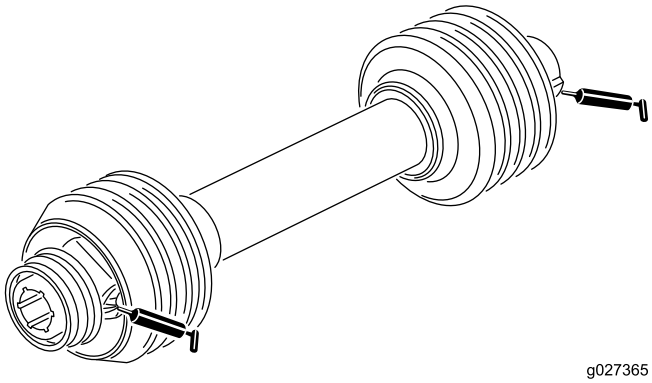

Рисунок 10
2. Заправьте масленки подшипников вала вентилятора, как показано на Рисунок 10, консистентной смазкой №2 на литиевой основе.
Заправьте две масленки ведущего вала, как показано на Рисунок 10, консистентной смазкой №2 на литиевой основе.